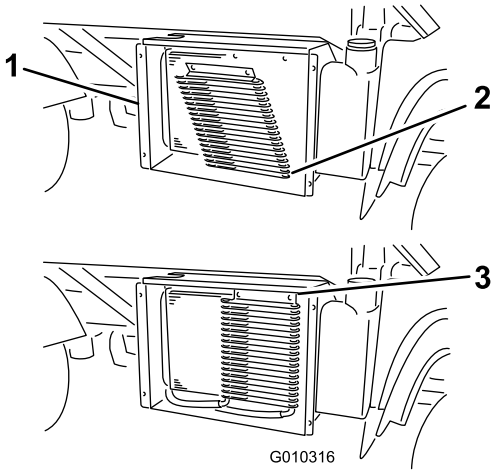

Figur 57
3. Vrid på spärrhakarna (i tillämpliga fall) och vrid bort oljekylaren från kylaren (Figur 57).